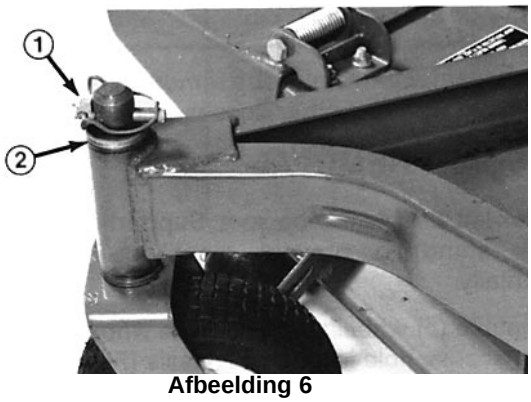

Afbeelding 6
2. Maak de tegenbalans van de tractie-eenheid los, verwijder de borgpen uit de steunen, haal de veerspanners los van de steunen en leg deze op de maai-eenheid. Steek de borgpennen losjes in de steunen zodat u ze niet kwijtraakt (Afb. 6).
3. Laat de maai-eenheid zakken, verwijder de (4) pinnen uit gaten van de maaihoogte-instelling (Afb. 6).